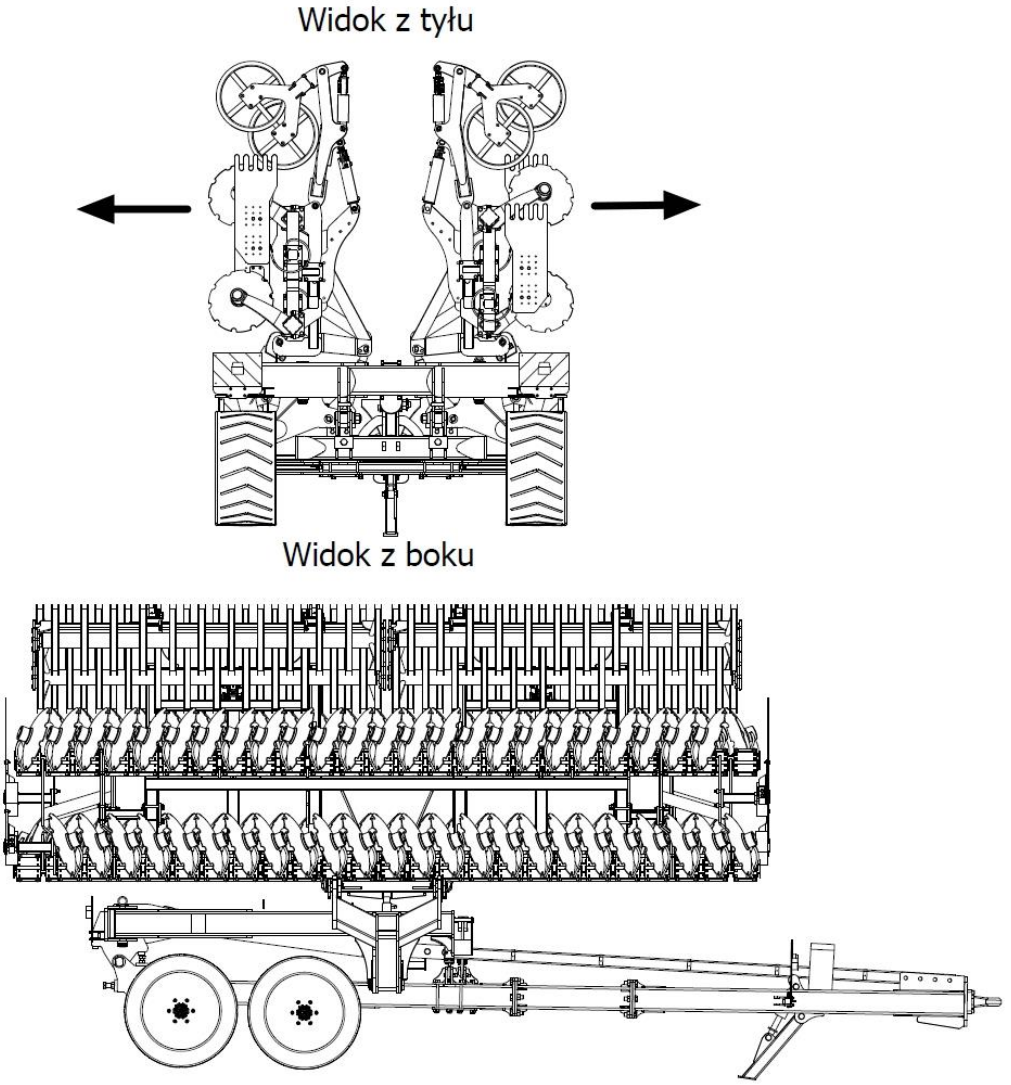

Rysunek 34 Rozłożenie skrzydeł maszyny.
3. Przy użyciu hydrauliki rozłożyć ramiona maszyny w pozycji horyzontalnej, aż do momentu całkowitego jej rozwarcia (rys.34).
4. Następnym etapem jest hydrauliczne rozłożenie rozwartych ramion maszyny do pozycji poziomej (rys.34, 35).